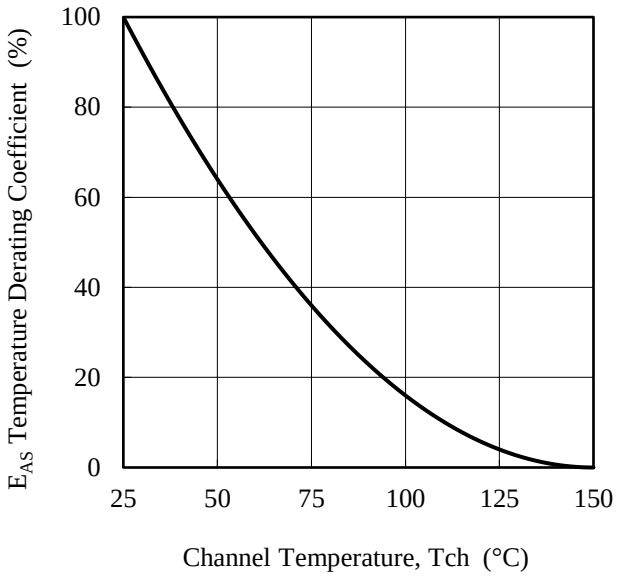
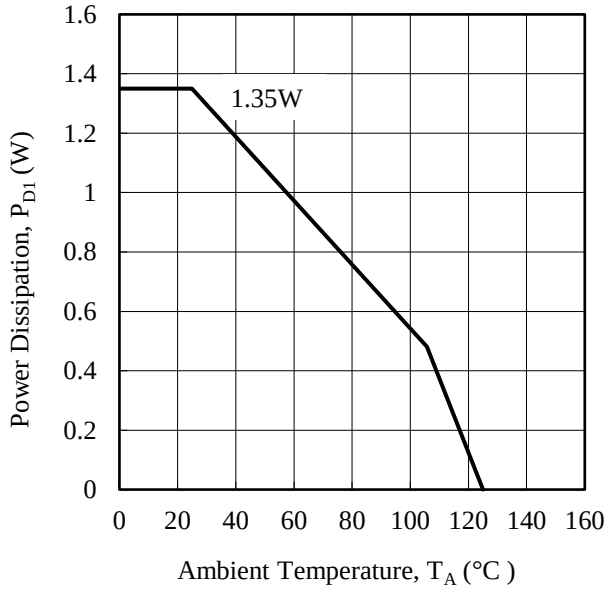

Figure 3-2. Avalanche Energy Derating Coefficient Curve
Figure 3-3. Ambient Temperature Versus Power Dissipation Curve
(1) Refer to 3.3 MOSFET Safe Operating Area Curves
(2) Refer to Figure 3-2. Avalanche Energy Derating Coefficient Curve
(3) Single pulse, V_{DD} = 99 V, L = 20 mH
(4) Refer to Figure 3-3. Ambient Temperature Versus Power Dissipation Curve
(5) When embedding this hybrid IC onto the printed circuit board (cupper area in a 15 mm × 15 mm)
(6) The recommended internal frame temperature, T_F, is 115°C (max.)